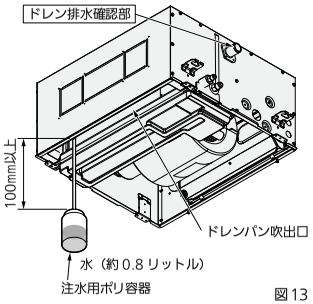

図13
- 図13に従ってドレンパン吹出口よりドレンパン内に排水確認用の水（約0.8リットル）を少しずつ入れてください。